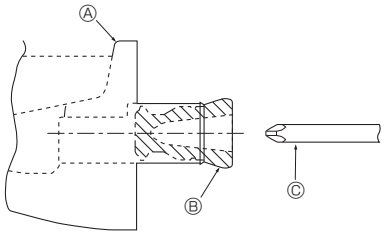

Fig. 5-1
- При установке левостороннего трубопровода обязательно вставьте резиновую пробку в правое дренажное отверстие. (Fig. 5-1)